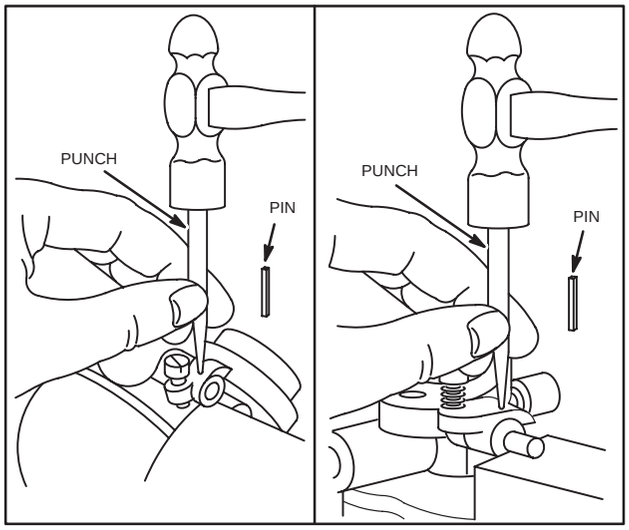

Fig. 275 – REMOVE THROTTLE SHAFT AND BUSHINGS
1. To remove throttle shaft, use a thin punch to drive out pin holding throttle stop to shaft, remove throttle plate, then pull out shaft, Fig. 275.